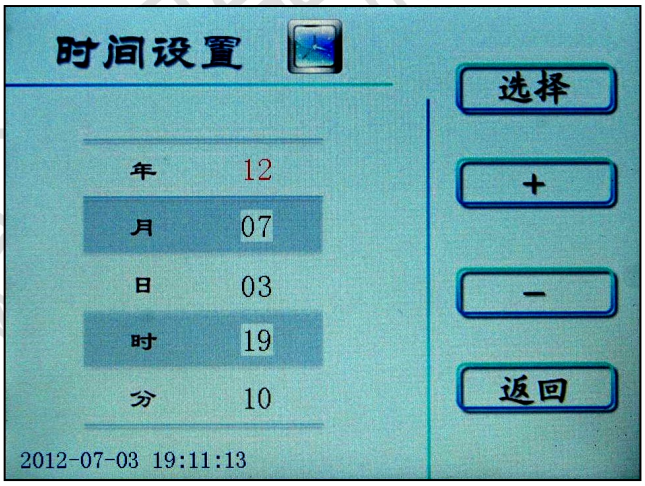

图 13 时间设定页面
8. 在设置页面，按 时间设定 键进入时间设定页面（图 13），按 选择 键选择年、月、日、时、分，按+ 或 — 键改变设定值，然后按 返回 键回到设置页面。